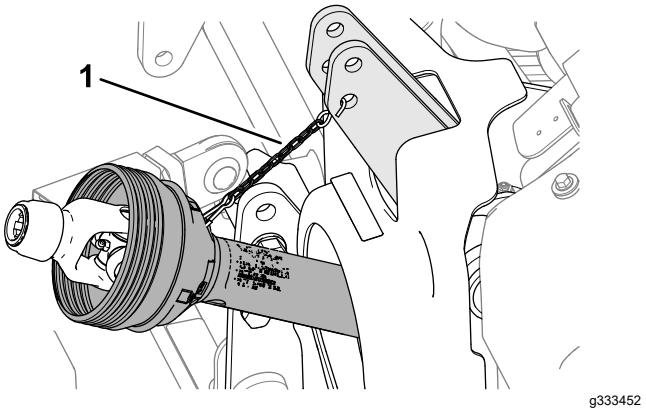

Figuur 51
8. Gebruik de beveiligingsketting van de kap om de aandrijfas van de aftakas te ondersteunen door de ketting te monteren tussen de kap van de aftakas en de machine (Figuur 51).